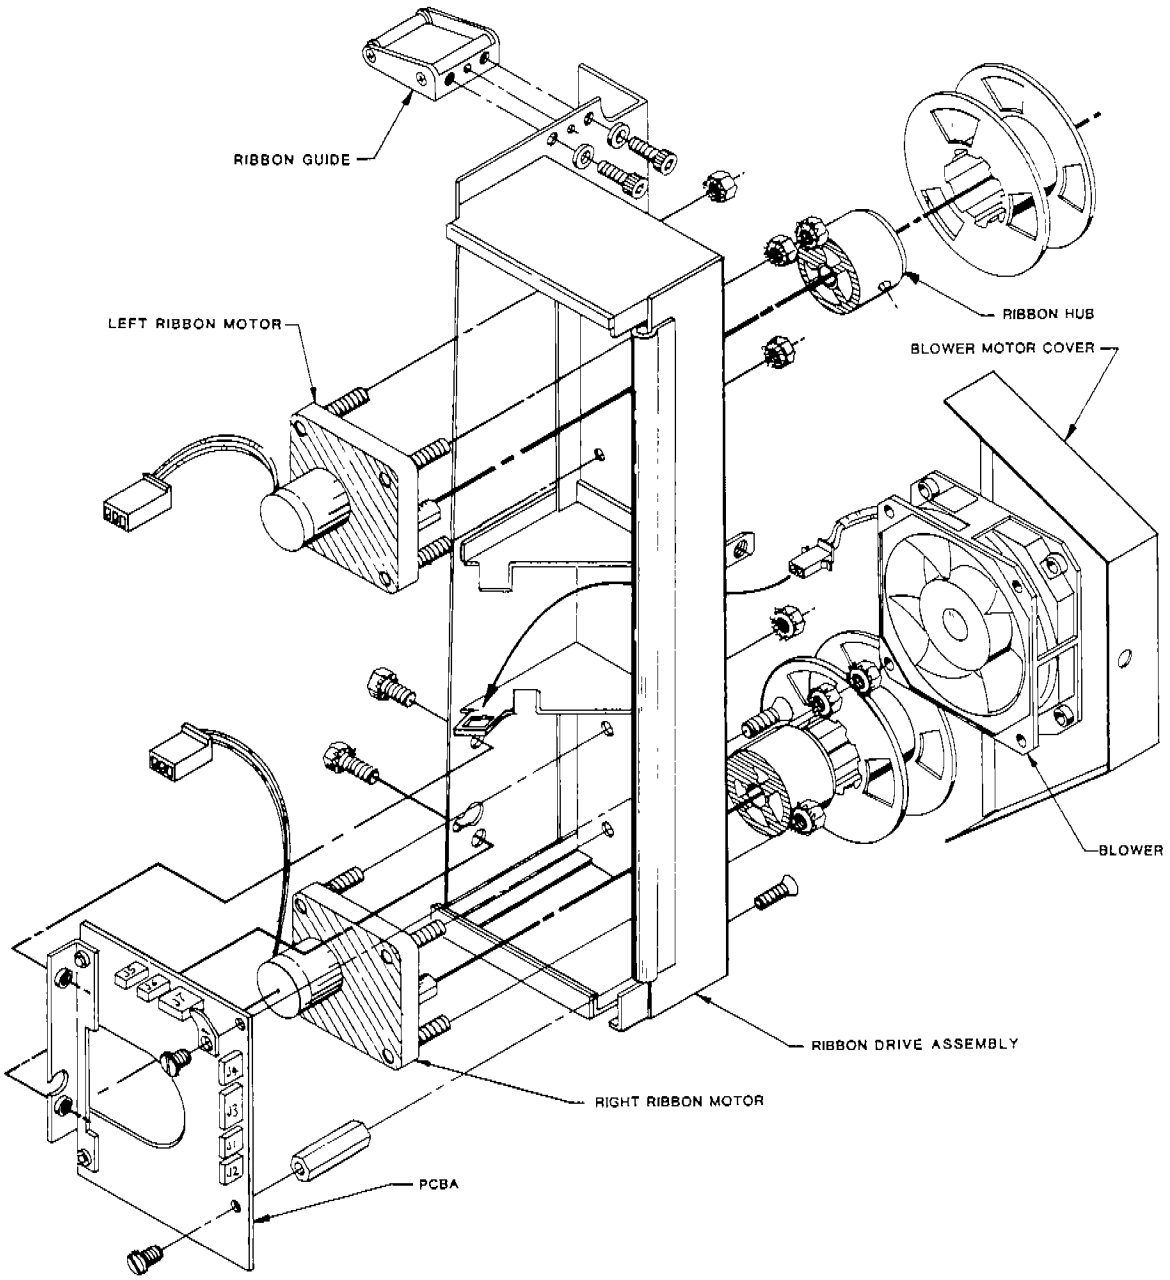

FIGURE 3-5.
To remove the Ribbon Control PCBA (Figure 3-5), proceed as follows:
6. Tip the motor and remove the PCBA from the chassis (Figure 3-5).
7. If the ribbon is not centered in the left ribbon guide, loosen the ribbon guide holding screws but leave them snug enough to hold by friction (Figure 3-5). Pivot the guide on its locating pin (on top of the guide) so that the ribbon tracks in the center of the guide; then tighten the screws.
To replace a failed ribbon drive motor, refer to Figure 3-5 and proceed as follows:
To remove and replace the blower in the Ribbon Drive Assembly, see Figure 3-5 and follow these steps.